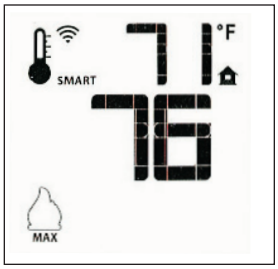

Figure 50. Smart Mode
- To activate this function, press the Thermostat Key until the woed "SMART" appears to the right of the thermometer bulb icon. Fig. 50.